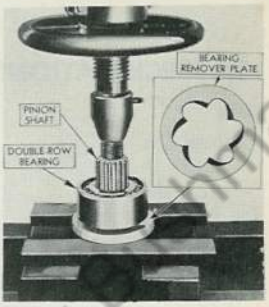

Fig. 14 Removing Pinion Outer Bearing (Double Row Type)
6. Place special press plate J-1439 over pinion and press shaft out of double row bearing, as shown in Fig. 14.